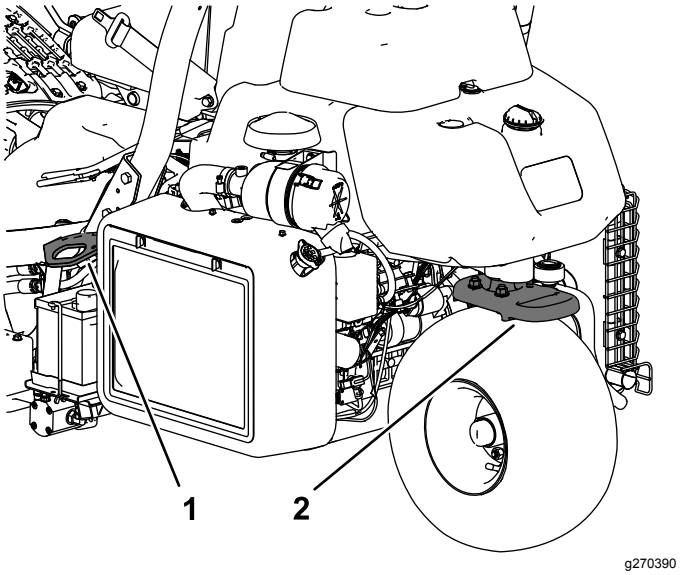

Figur 25
- Bind fast maskinen så att den sitter säkert med spännband, kedjor, vajrar eller rep. Både de främre och bakre spännremmarna ska vara riktade nedåt och ut från maskinen. (Figur 25).